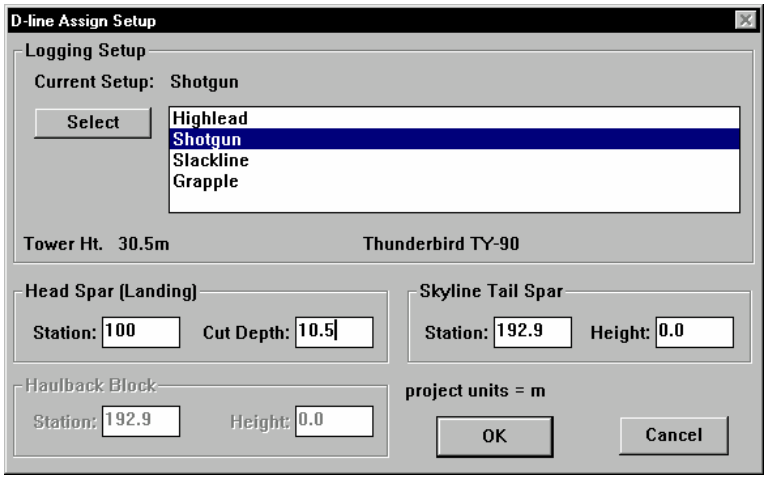
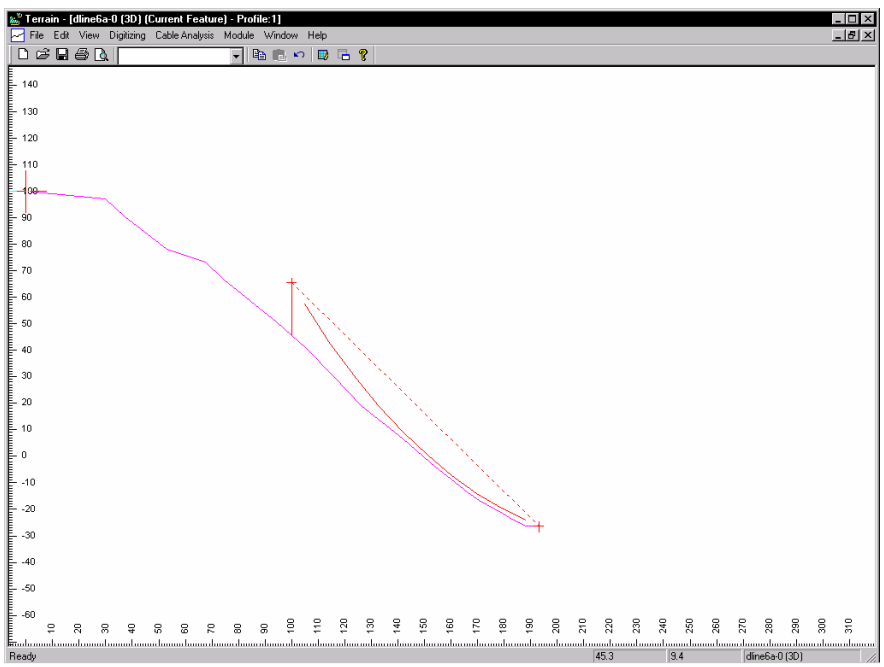

Figure 14.13 Assign Setup dialog box.
Figure 14.14 Profile:1 Window With New Feature and Analysis.
11. Open Cable Analysis | Assign Setup dialog box as shown in Figure 14.13.
12. Change the dialog box to resemble Figure 14.13. Note that the *Station* for the Head Spar is the same as that for the previous Tail Spar; this is your intermediate support. The Cut depth of 10.5 effectively shortens the tower to 20m. Press OK when done. Figure 14.14 displays the new profile with analysis.